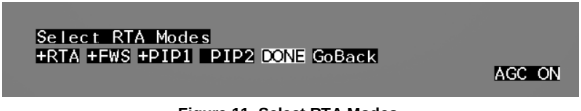

Figure 11. Select RTA Modes.
f. Select RTA Modes – This is a multi-selection menu. User has the ability to pick one or multiple RTA modes per their user preference as shown in Figure 11. A "+" in front of the mode indicates the option is selected.